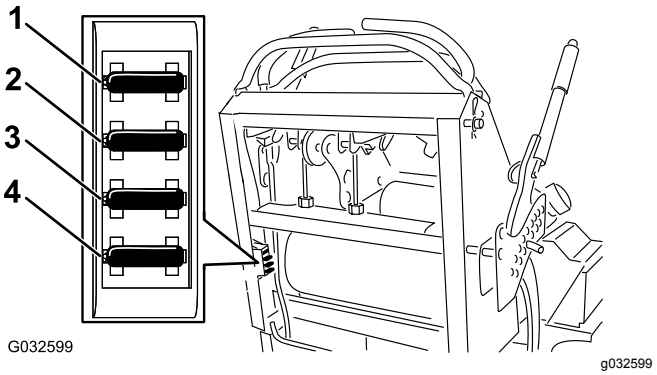

Rysunek 53
4. Wyjmij bezpiecznik i wymień go na nowy (Rysunek 53).